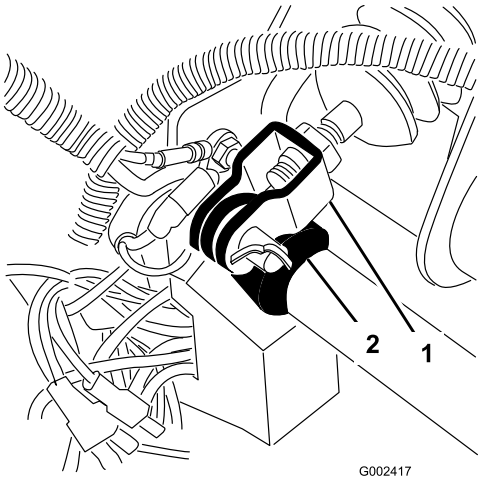

Figuur 64
1. Verwijder de R-pen en de gaffelpen, waarmee de gaffel van de hoofdremcilinder is bevestigd aan het draaipunt van het rempedaal (Figuur 64).
3. Draai de contramoeren los waarmee de gaffel is bevestigd aan de as van de hoofdremcilinder (Figuur 64).